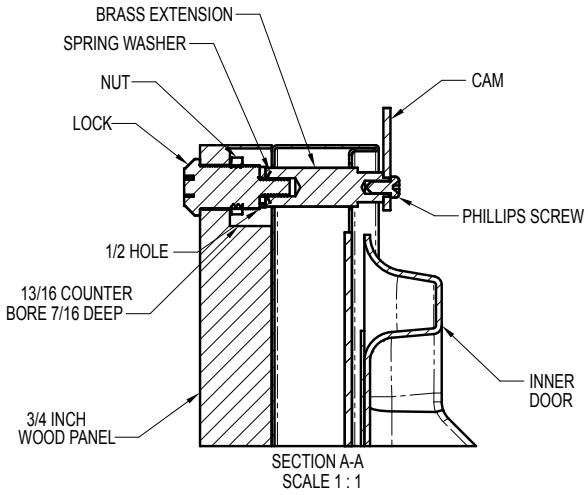

Figure 26
Two (2) lock extensions are provided with the lock. Use the longer extension for ¾" thick integrated panels and the shorter one for ⅝" thick integrated panels. Assemble the lock extension, cam stop washer, spring washer, and set screw to the lock as shown in Figure 26 and 27.